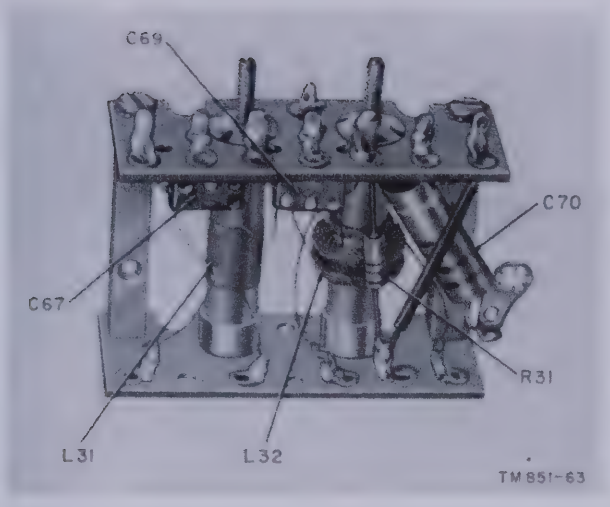
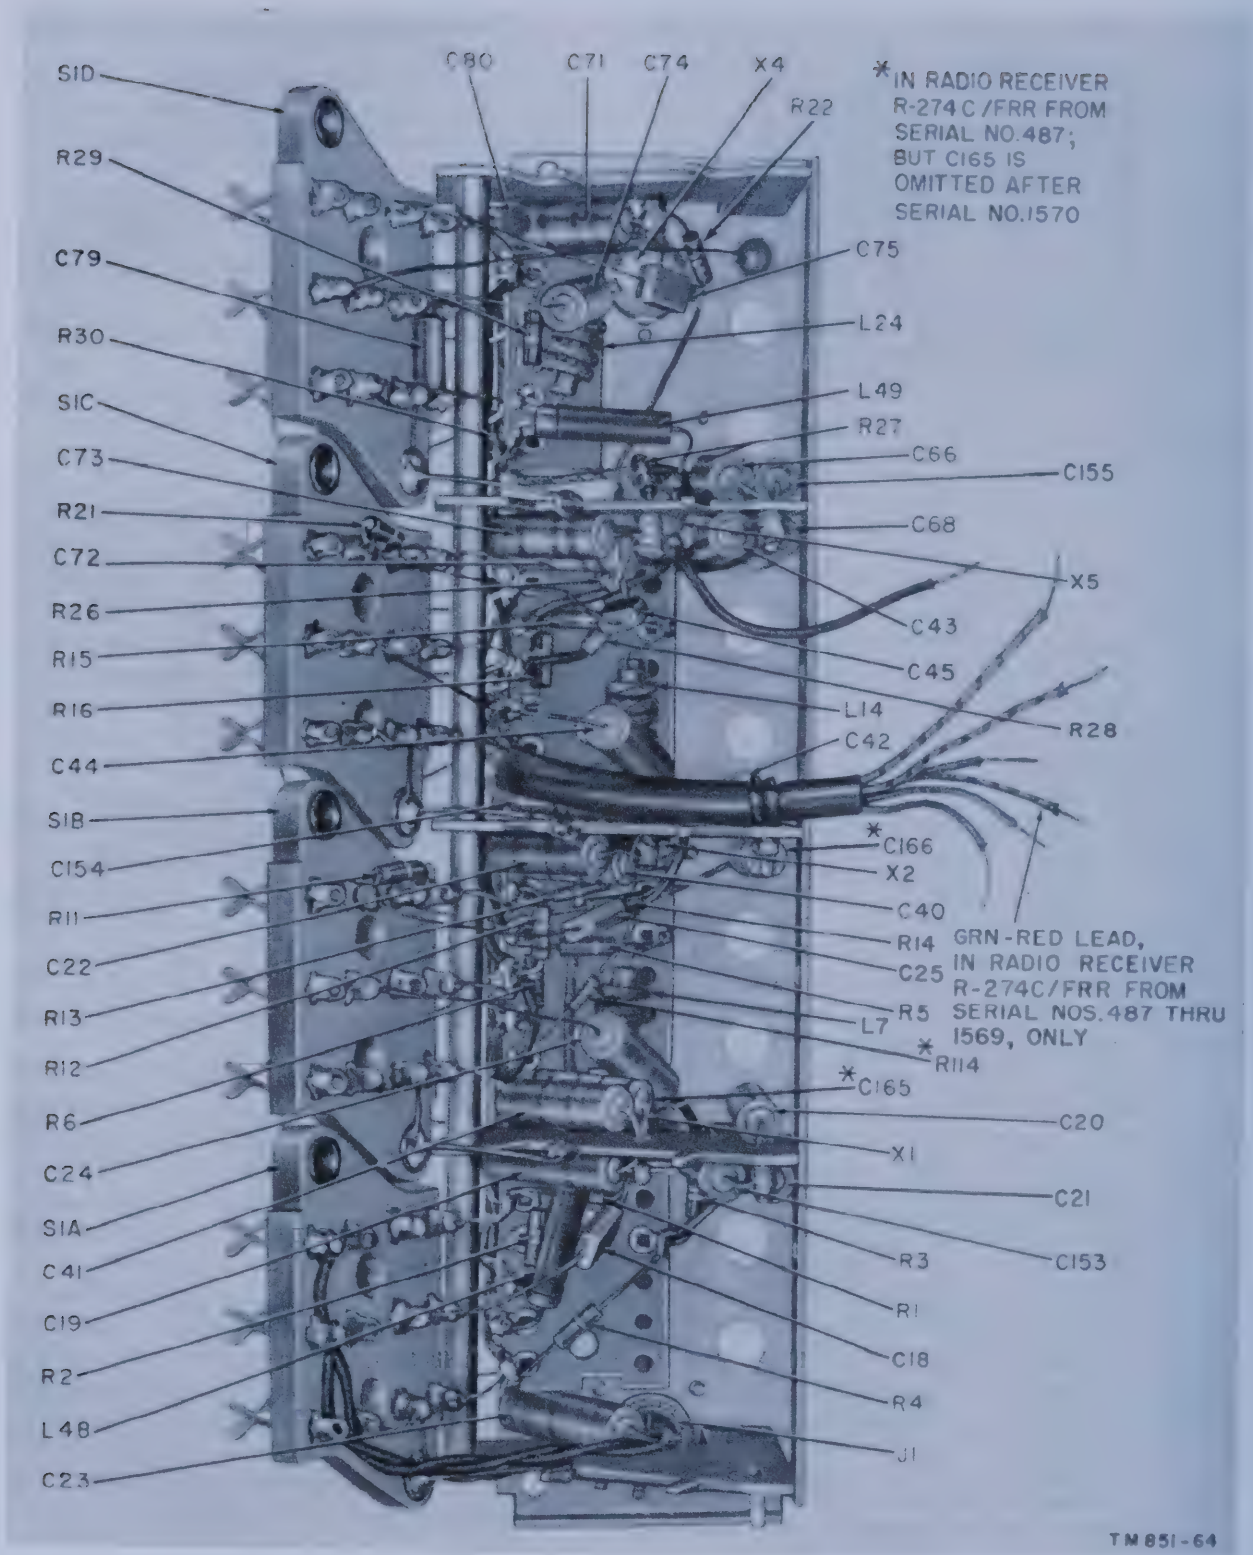

Figure 85. Radio Receiver, all types, first mixer i-f transformer subassembly T1.
Figure 86. Radio receiver, all types, r-f strip subassembly, exploded view.
d. First Mixer Subassembly (fig. 85). To replace any part in first mixer subassembly T1 in Radio Receivers R–274A/FRR and R–274C/FRR, first remove the frequency control unit as described in *c* above; then continue as follows in all types of the receiver.
(1) Remove the chassis side shield by removing the ten No. 10–32 and two No. 6–32 screws from the side, and the four No. 10–32 screws on the front panel.
(2) Remove the two No. 6–32 cap nuts tc remove the mixer cover.
(3) Remove the six No. 6–32 screws to remove the mixer shield.
(4) Unsolder all ten leads at the top terminal board and all five leads at the bottom terminal board of the mixer subassembly.
(5) Remove the four No. 6–32 screws to remove the mixer subassembly.
e. R-F Strip (fig. 86). To replace any part in the receiver r-f strip, remove it in the following manner:
(1) Remove the ten No. 6–32 screws to remove the top shield from the tuning unit assembly.
(2) Unsolder the twelve bus leads from the r-f strip and the four ground straps from the main tuning capacitor.
(3) Remove the first mixer transformer (T1) cover by removing the two No. 6–32 cap nuts.
(4) Unsolder the blue, blue/red, top white/black, top red/green, red/white, and yellow/black leads from the r-f strip.
(5) Unsolder the bare wire from the r-f strip to the XTALS switch.